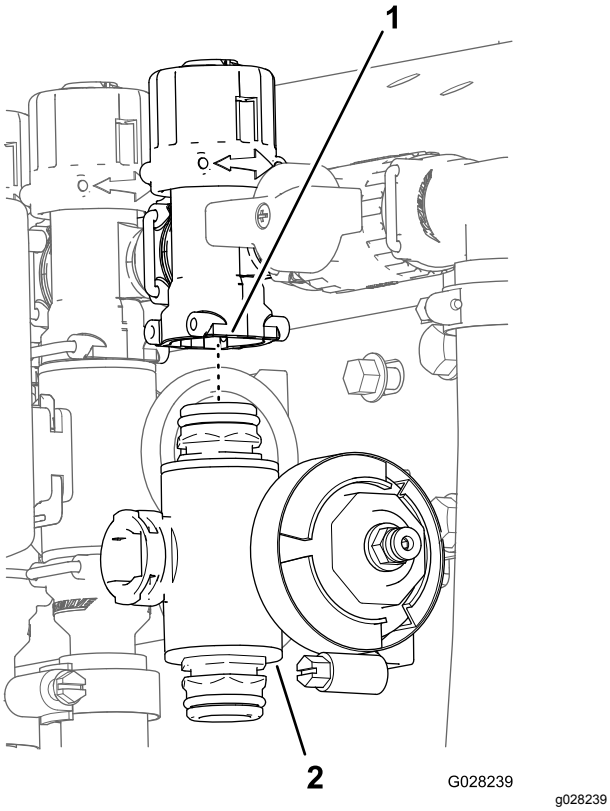

Rysunek 70
3. W przypadku zaworów sekcji lewego i prawego wysięgnika odkręć śruby kołnierzowe i nakrętki zabezpieczające kołnierzowe mocujące zawory sekcji do ich wsporników, a następnie odkręć od maszyny rozgałęźniki zaworów. W przypadku zaworów sekcji centralnej odkręć rozgałęźnik zaworu sekcji od maszyny (Rysunek 70).